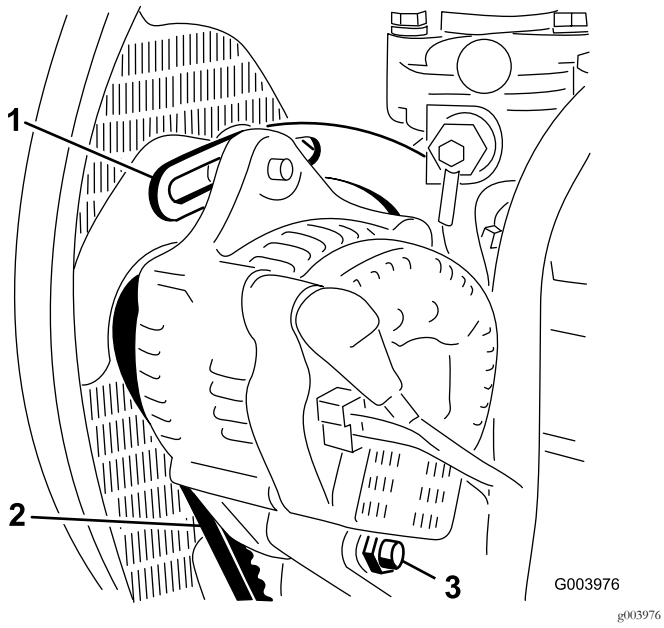

**Figura 56**
2. Controllate la tensione della cinghia dell'alternatore premendola (Figura 56) al centro tra l'alternatore e le pulegge dell'albero a gomito con una forza di 10 kg.
4. Allentate il bullone che fissa il supporto al motore (Figura 56), il bullone che fissa l'alternatore al supporto ed il bullone di rotazione.